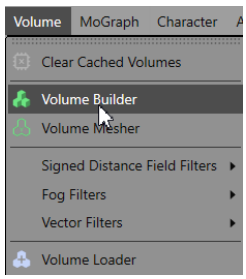

Figure 3-79 *Choosing* ***Volume Builder*** *from the* ***Volume*** *menu*
5. Choose **Volume > Volume Builder** from the main menu, as shown in Figure 3-79; *Volume Builder* is added to the Object Manager.